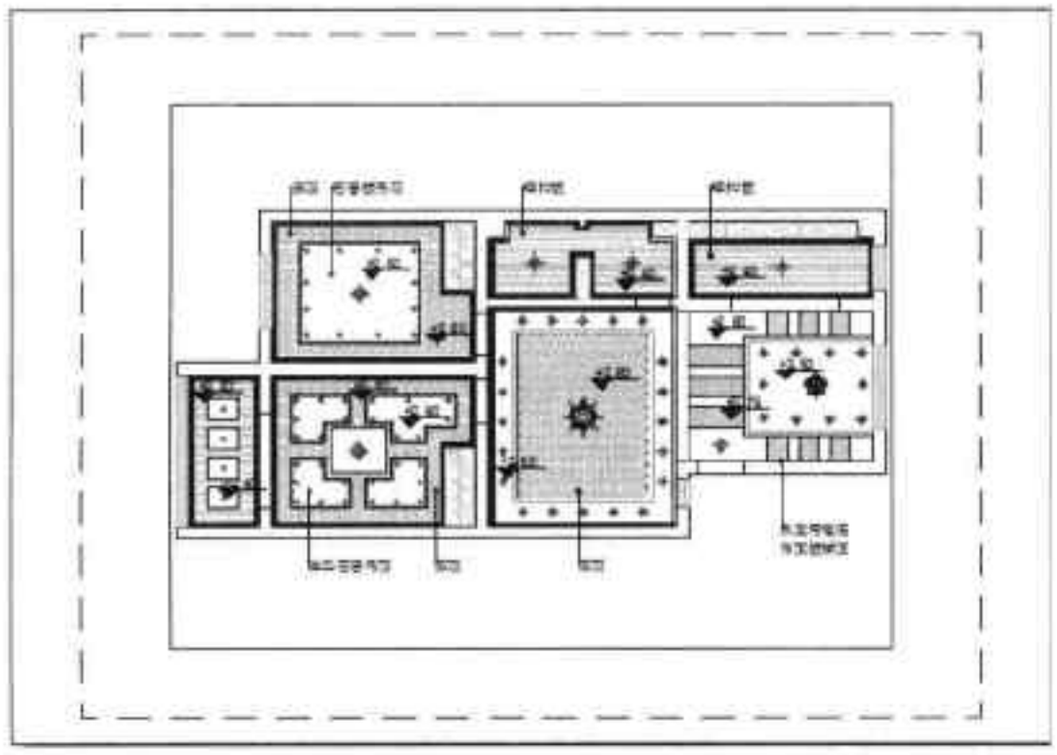

图2-49 打开“布局1”视图
Step 01 打开所需图形文件，单击“布局 1”视图，如图 2-49 所示。